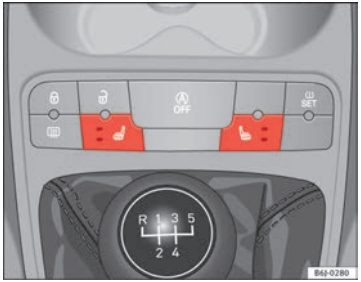

Fig. 73 Front seats heating switch
– Press the corresponding switch ⇒ Fig. 73 to switch on the seat heating.
– Press once to connect the heating at a maximum force. Two LEDs will light up ⇒ Fig. 73. After 15 min. of high intensity, the upper LED goes out, the system is deactivated for 2 min. and is then reactivated at low intensity (lower LED remains on permanently).